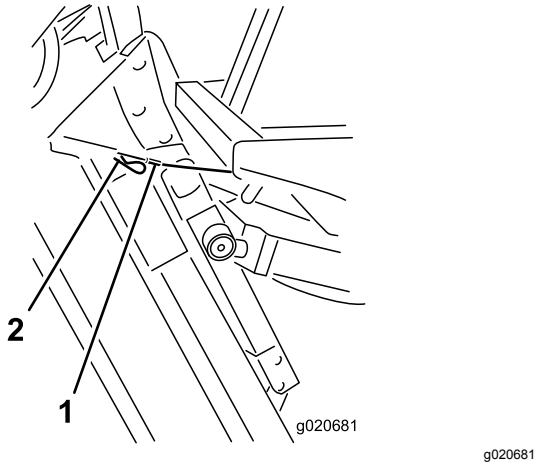

Figur 81
6. Fäst vajeränden på tappen på klippdäckets lyftarm och säkra den med hårnålssprinten samtidigt som du håller klippdäcket upprätt (Figur 81).